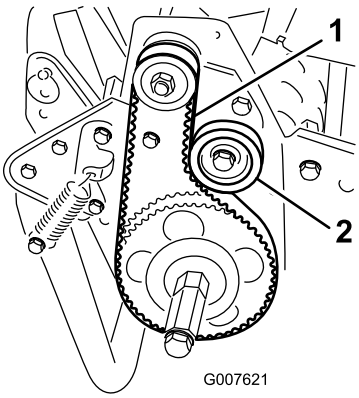

Figura 41
2. Verifique a tensão pressionando a correia a meio curso entre as polias (Figura 41) com uma força de 18-22 N. A correia deverá flectir-se 6 mm.
A. Desaperte a porca de montagem da polia intermédia e incline-a para o lado de trás da correia até que obtenha a tensão desejada da correia (Figura 41).